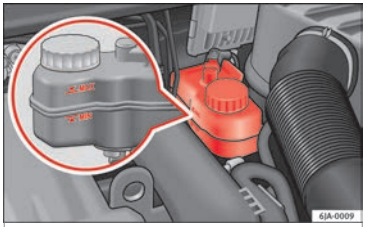

Fig. 113 Engine compartment: brake fluid reservoir.
– Check the brake fluid level in the reservoir ›› **Fig. 113**. It should be between the “MIN” and “MAX” marks.